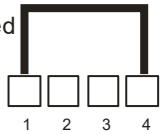

Fig. 10. Settings **427478C T** & **427479C HT** models only
**4. For T & HT Models refer to** (Fig 10)
- Pull-cord may override the LS comfort mode (Mode 5 in Fig.10), boosting the fan immediately. It detects change to act as boost override trigger until switch is removed.
- An activation when a PC/LS boost is already active shall cancel overrun timer, if timer is enabled (proportional (RH) boost sources remain unaffected).